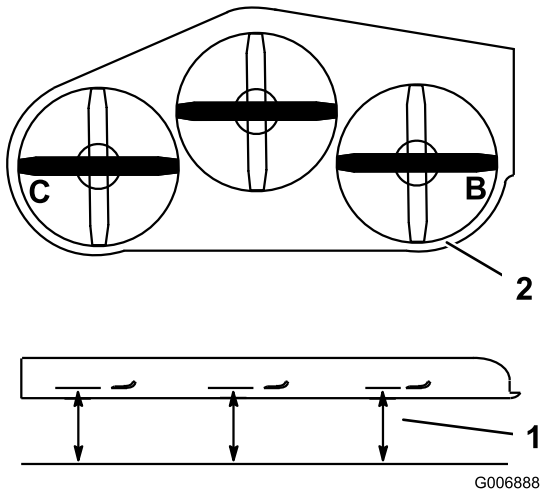

Figuur 73
1. Zet het **rechter** maaimes in de horizontale stand (Figuur 73).
2. Meet het rechtermes bij punt **B**. Meet de afstand tussen een horizontaal oppervlak en de snijrand van het maaimes (Figuur 73).
4. Zet het linker maaimes horizontaal (Figuur 73).
5. Meet het linker mes bij punt **C** (Figuur 73). Meet de afstand tussen een horizontaal oppervlak en de snijrand van het maaimes.